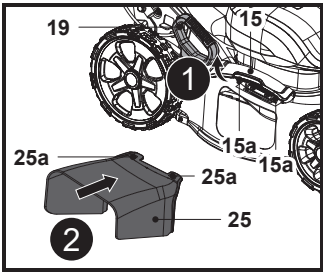

Fig. 14
1. Coloque a alavanca de ajuste da altura de corte (19) acima da segunda posição mais baixa.
2. Rode o resguardo do defletor lateral (15) na direção do motor e mantenha-o nessa posição (Fig. 14, passo 1).
3. Alinhe e pendure as ranhuras (25a) do acessório de descarga lateral (25) nos trincos (15a) do resguardo do defletor lateral (15) (Fig. 14, passo 2).